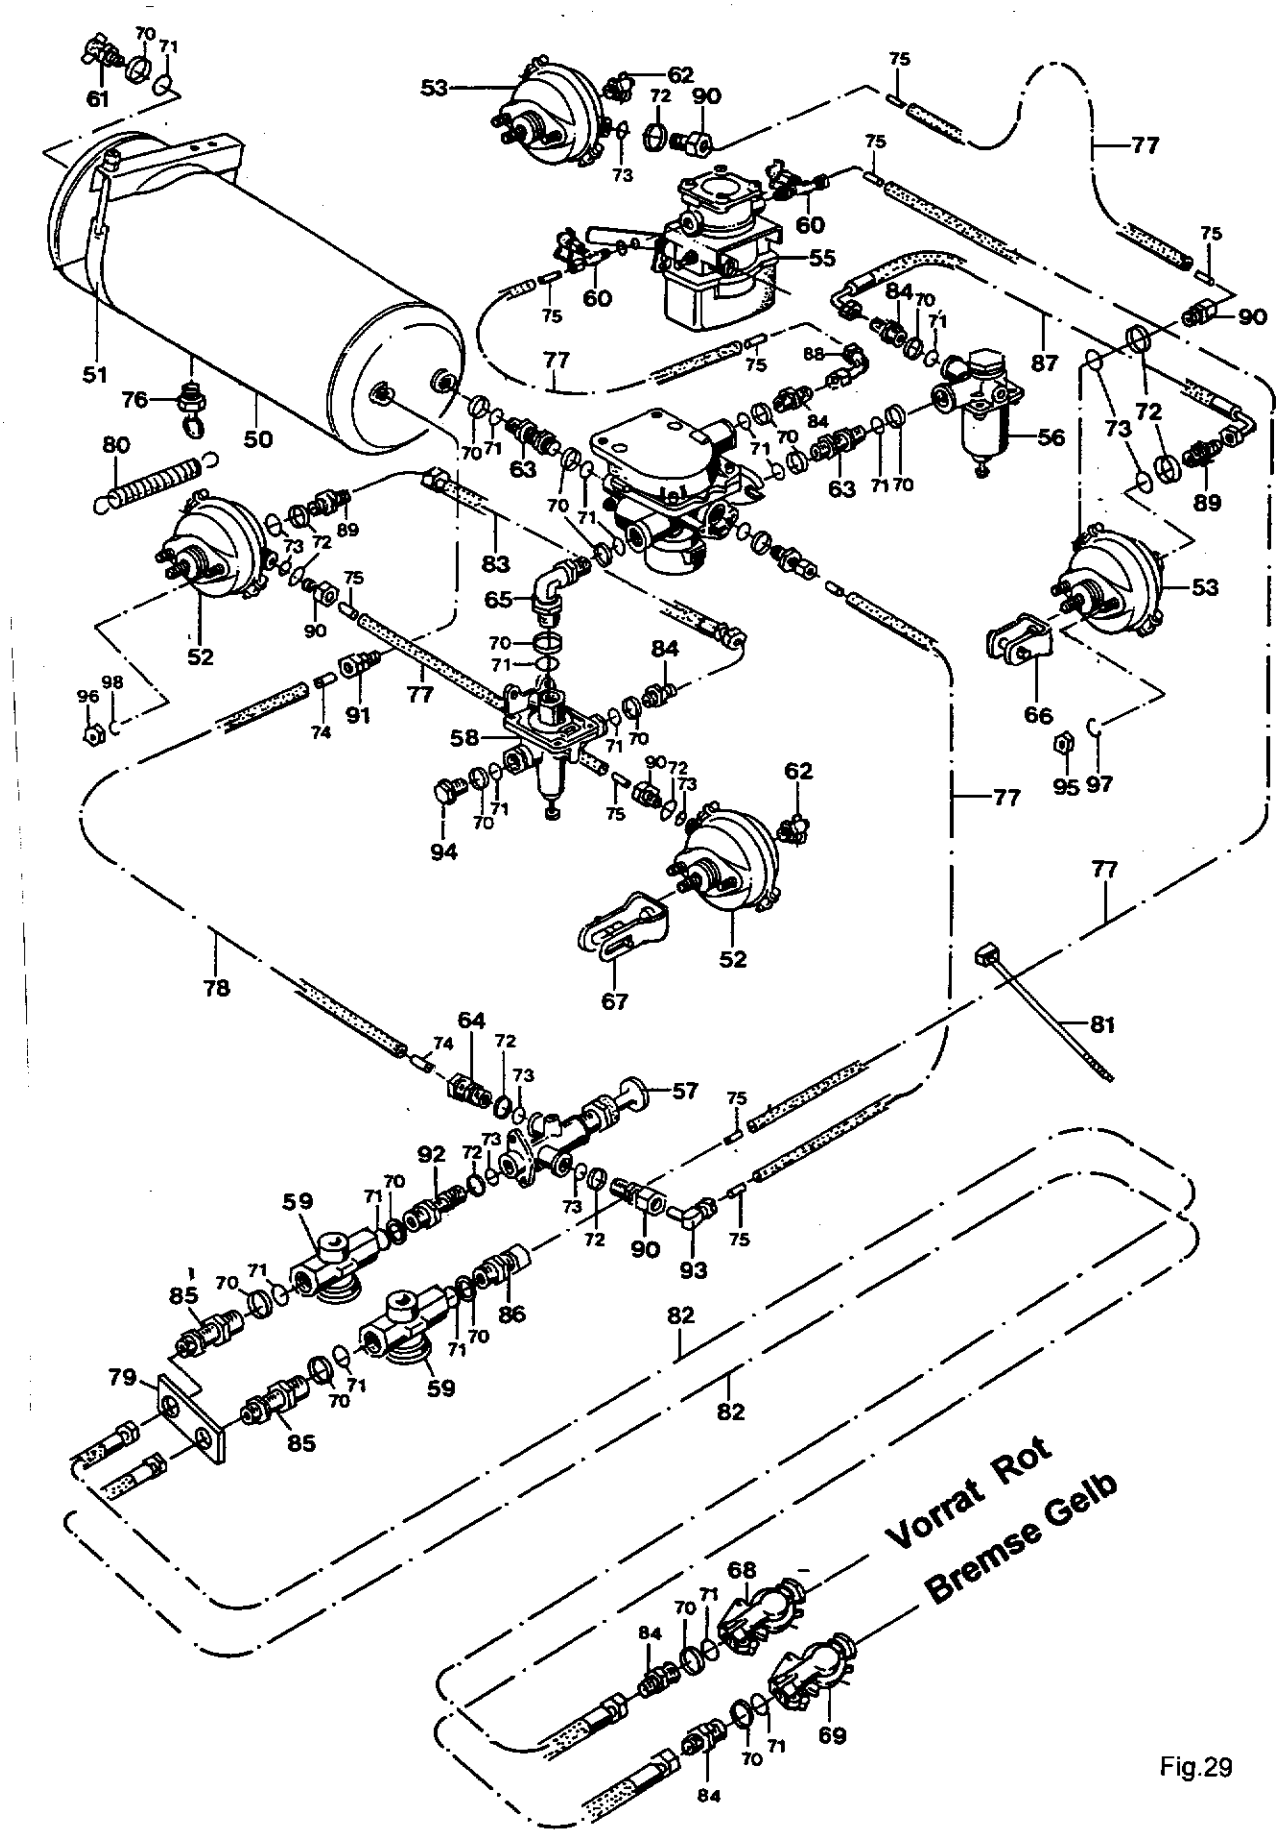

Fig.29
10. Fig.29: Zweileitungs-Druckluftbremsanlage mit ALB-System